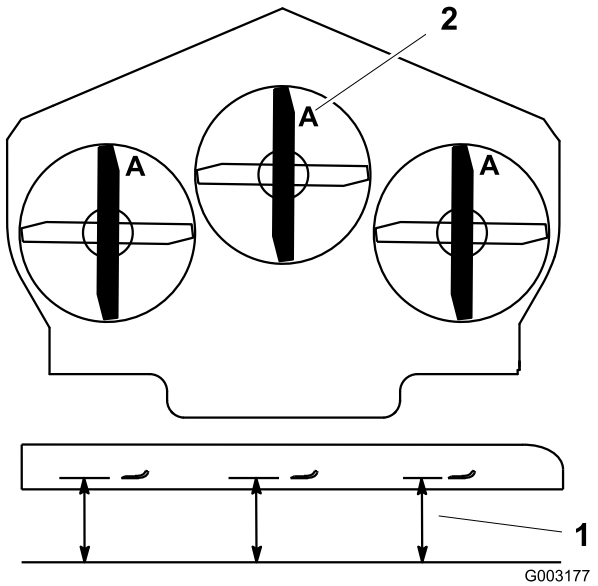

**Figuur 72**
3. Draai de messen totdat de uiteinden in de lengterichting liggen (Figuur 72). Meet de afstand tussen een horizontaal oppervlak en de snijrand, positie **A**, van de messen (Figuur 72). Noteer deze afstand.